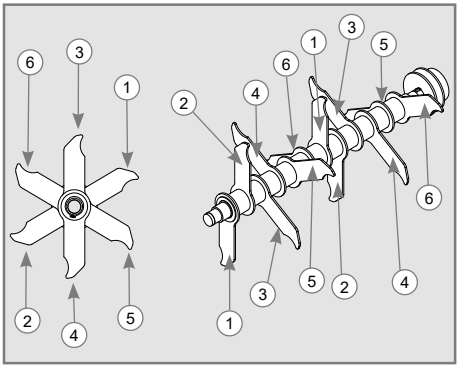

Figura 4
- ✔ Del lado de la polea, al retirar los componentes (1, 2 y 3), retire también la chapa de protección interna de la correa (11).
- ✔ Para montar nuevamente el conjunto del disco y mantener el mismo balanceado, proceda de la siguiente manera. Coloque el anillo de retención (6) en la cavidad del eje (5), coloque la cuchilla (7) intercalada con un buje (8) de acuerdo con el ángulo y posición indicada en la Figura 4, repitiendo este proceso hasta que las cuchillas y bujes estén montadas en el eje (5). Por último, coloque la arandela (10), el anillo de retención (6) en la cavidad del eje (5) y acople el cojinete (9) con el rodamiento (4) en la base de la máquina fijándolo con las tuercas (1), arandelas de presión (2) y tornillo (3).